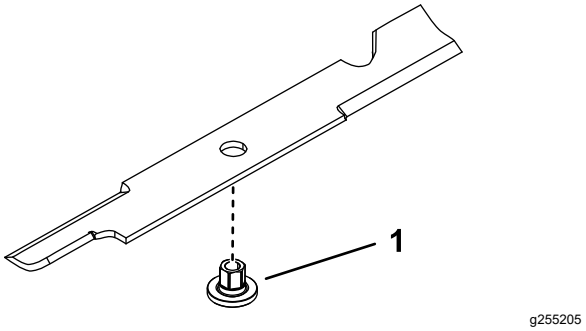

Figur 108
1. Montera bussningen genom kniven med bussningsflänsen på knivens undersida (grässidan) (Figur 108).